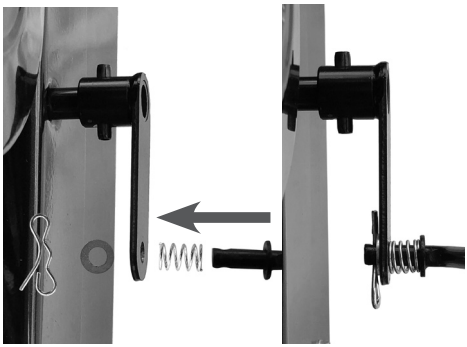

Рис. 16 Подключение тяги к нижнему рычагу
- установите нижний конец тяги в отверстие нижнего рычага механизма переключения передач (расположен на корпусе трансмиссии сзади), как показано на Рис. 16 и зафиксируйте тягу шплинтом;